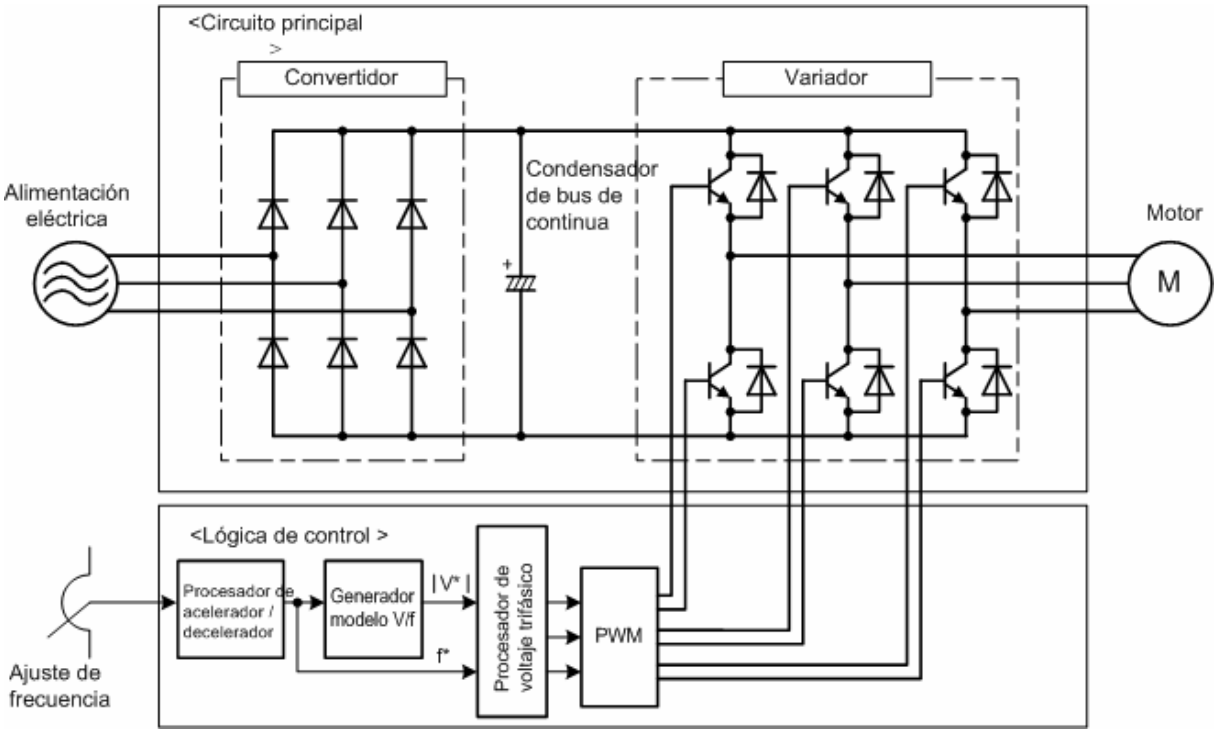

Figura 1.4 Diagrama de bloques esquemático de FRENIC-Eco
Según se muestra en la Figura 1.4, la sección del variador convierte la energía comercial de entrada en energía CC por medio de un rectificador de onda completa, que se utiliza entonces para cargar el condensador del bus de conexión CC (condensador de cubeta). La parte del variador modula la energía eléctrica cargada en el condensador de bus de conexión CC por medio de la Modulación de Amplitud de Impulsos (PWM) y alimenta la salida al motor. (La frecuencia de conmutación de la PWM se denomina “Frecuencia portadora”). El voltaje aplicado a los terminales del motor tiene la forma de onda que se muestra en el lado izquierdo (“forma de onda de voltaje de PWM”) de la Figura 1.3, formada por los ciclos alternos de impulsos positivos e impulsos negativos. Por otro lado, la corriente que discurre a través del motor, tiene una forma de onda de corriente alterna (CA) bastante uniforme, según se muestra en el lado derecho (“Forma de onda de corriente) de la Figura 1.3, gracias a la reactancia de la bobina del motor. La sección de lógica de control controla la PWM para que esta forma de onda de corriente sea lo más cercana posible a una forma de onda sinusoidal.